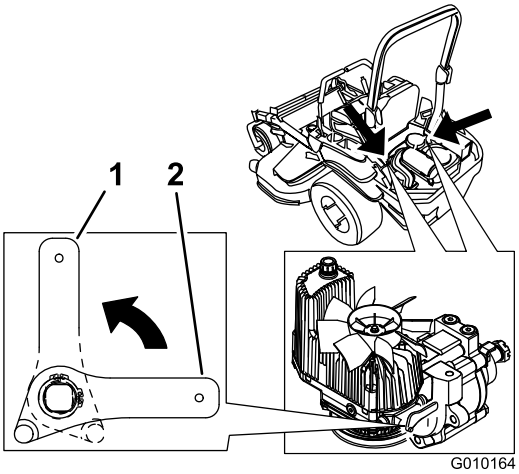

Figur 35
2. Drej udløsningsventilernes greb lodret for at skubbe maskinen. Derved får hydraulikolien mulighed for at løbe uden om pumpen, hvilket gør hjulene i stand til at dreje (Figur 35).
4. Drej udløsningsventilernes greb vandret for at køre maskinen (Figur 35).